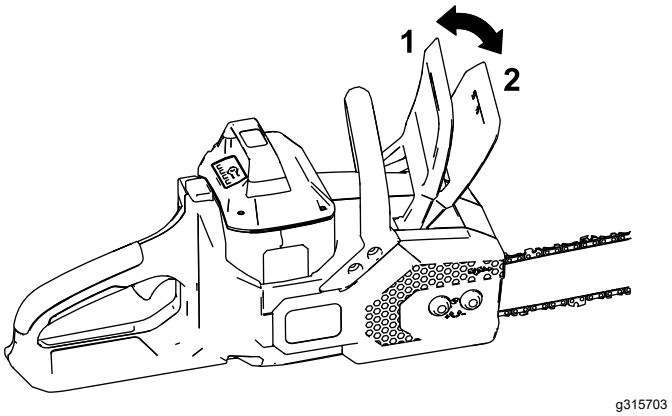

Rysunek 8
6. Upewnij się, że hamulec łańcucha znajduje się w położeniu PRACY (Rysunek 8).
Ustaw hamulec łańcucha w pozycji ZATRZYMANIA (Rysunek 8) i wyjmij akumulator zawsze, gdy nie używasz piły lub przewozisz piłę do lub z obszaru roboczego.